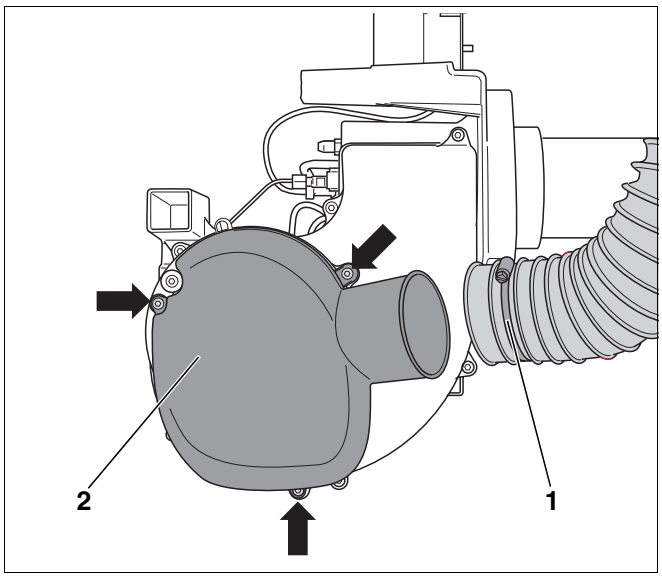
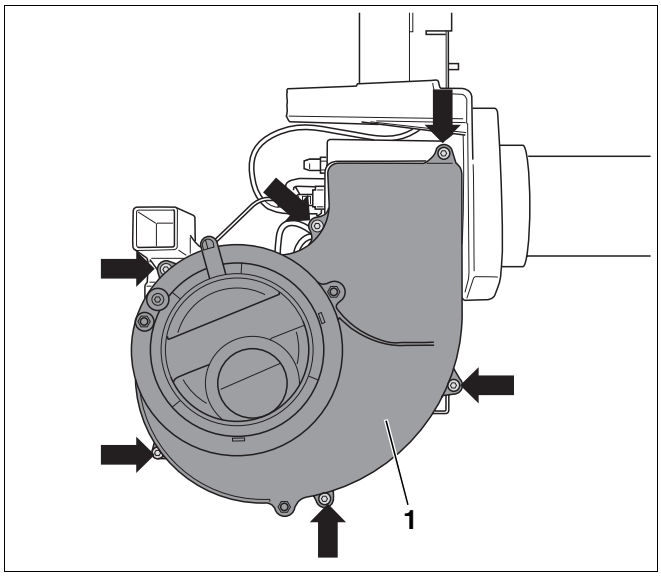

Fig. 21 Desmontaje del silenciador de aspiración
Fig. 22 Desmontaje de la cubierta de la turbina del ventilador
- Suelte la abrazadera (fig. 21, **pos. 1**) de la entrada de aire de combustión para el funcionamiento estanco.
- Suelte los tornillos de sujeción (fig. 21, flecha) y retire el silenciador de aspiración (fig. 21, **pos. 2**).
- Suelte los seis tornillos de sujeción (fig. 22, flecha) y retire la cubierta de la turbina del ventilador (fig. 22, **pos. 1**).
- Fije nuevamente la cubierta de la turbina del ventilador (fig. 22, **pos. 1**) y el silenciador de aspiración (fig. 21, **pos. 2**).
- Suelte la abrazadera (fig. 21, **pos. 1**, página 26) y extraiga el tubo de aspiración.